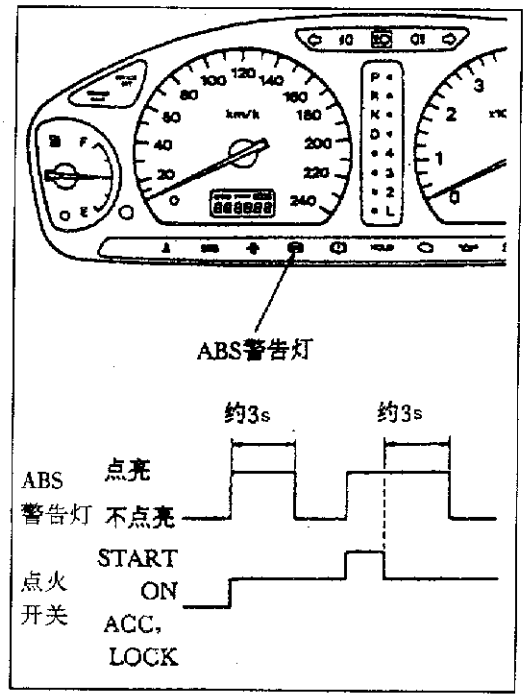

图 5－3－12
(1)当点火钥匙转动到“ON”时，ABS 警告灯约点亮 3s，然后熄灭，如图 5－3－12 所示。